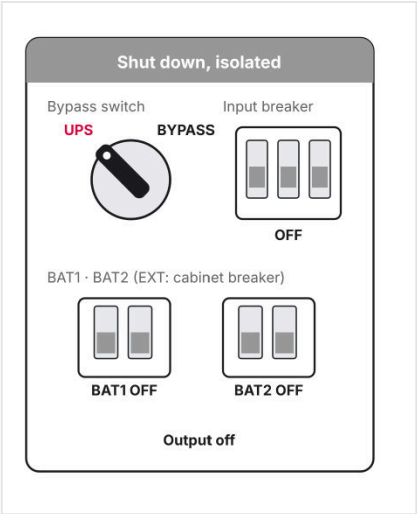

FIGURE 6-2 Shut down, isolated
3. Open the input breaker, then the battery breakers BAT1 · BAT2 (EXT: the cabinet breaker), to switch the UPS off completely (Figure 6-2).